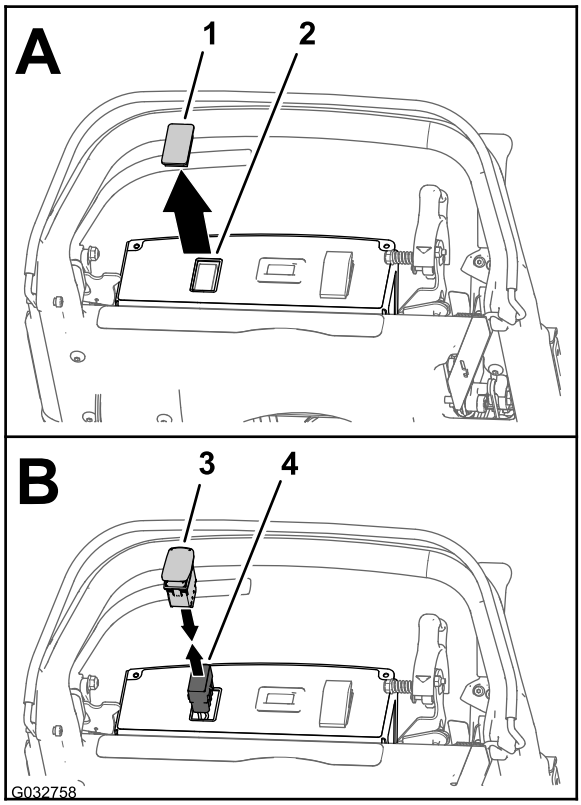

図 17
1. コントロールパネルの左側の面にある打ち抜きプラグを打ち抜いて外す図 17。
2. ライトキットとアワーメータワイヤハーネスキットのワイヤハーネスの 10ソケットコネクタを、コントロールパネルの開口から上に引き出す図 17。
3. 2ポジション式ロッカースイッチの10ピンコネクタを、ライトキットとアワーメータキットのハーネスの10ソケットコネクタに接続する図 17。